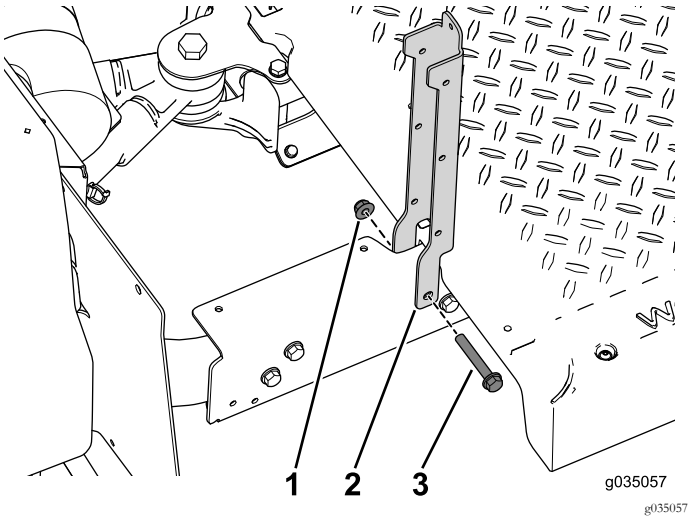

Figur 38
2. Fäst sätesstöden på maskinens bakre del med två skruvar (3/8 x 2 1/2 tum) och flänsmuttrar (Figur 38).